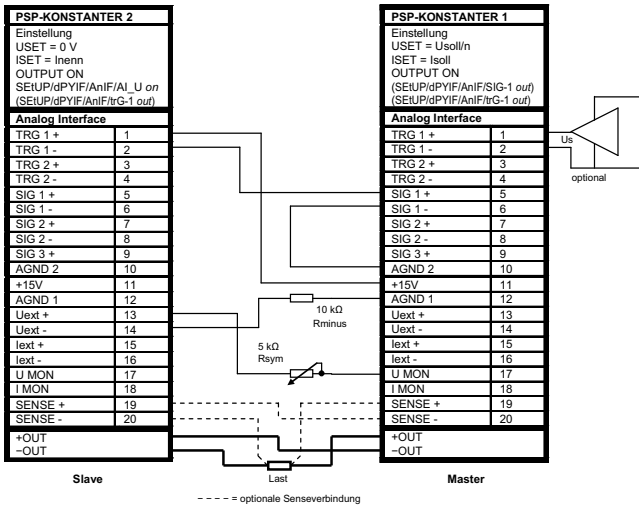

Figure 7.10.2 Wiring for Series Master Connection
- Connect master and slave devices as shown in figure 7.10.2.
- In order to assure that the slaves' OUTPUT ON status is activated along with the master's OUTPUT ON status via the signal output and trigger input circuit as shown in figure 7.10.2, "SEtUP/dPYIF/AnIF/SiG-(x1) out" must be selected at the master and "SEtUP/dPYIF/AnIF/trG-(x2) out" must be selected at the slaves – (x1) and (x2) in example 1.